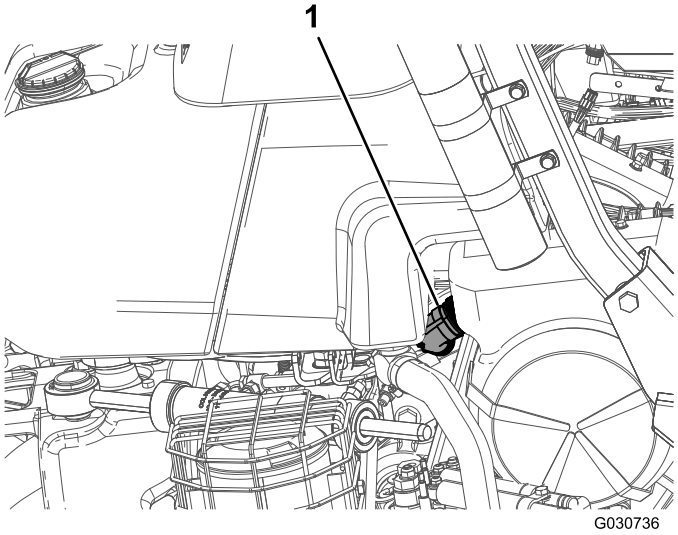

Figuur 3
10. Koppel de plug los van de generator, die zich bij de motor bevindt (Figuur 3).